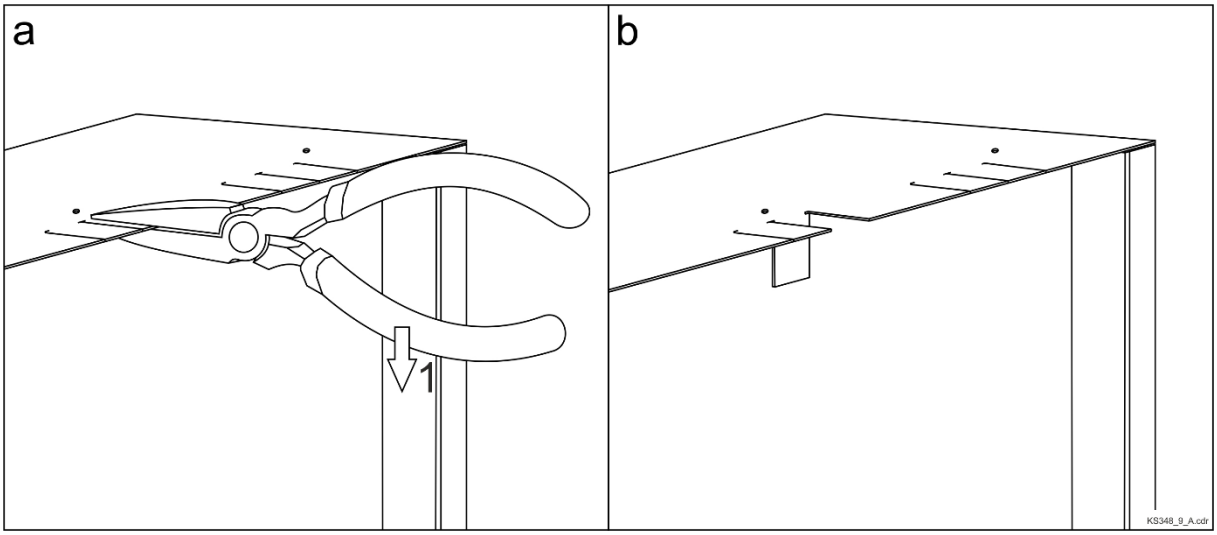

Rys. 4 Formowanie otworów na wprowadzenie przewodów od dolnej lub górnej ścianki obudowy
9. W przypadku chęci wprowadzenia przewodów do obudowy od strony górnej lub dolnej ścianki obudowy należy skorzystać z nacięć wskazanych na Rys. 4.